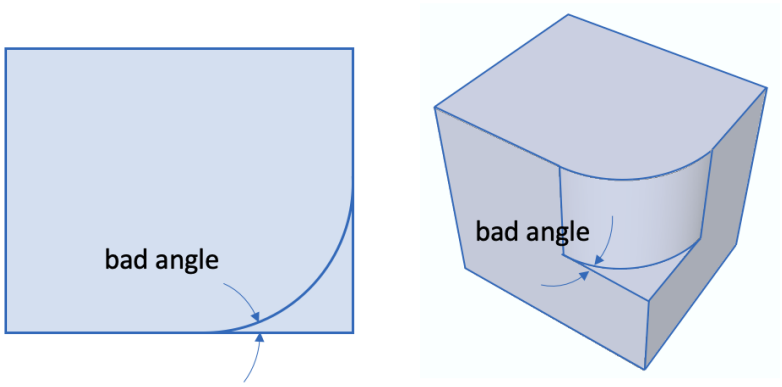

**Figure 5. Bad Angle at Vertex Example**
- **At Vertices** - For vertices, the angle formed by two attached curves is measured. Vertices where angles less than the **Bad Angle** threshold. Figure 5 shows an example of a bad angle where the resulting tet or hex mesh may result in poor mesh quality. Note that depending on how the angle is measured at the vertex, the small angle may be also be identified if **360.0-angle** is less than the **Bad Angle** threshold. The **blunt tangency** or **collapse angle** operations are useful for removing bad angles at curves.